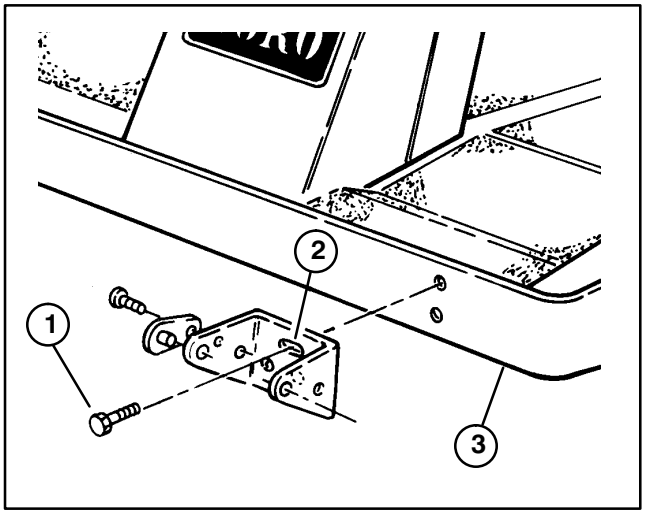

Figure 8
3. To install the mounting brackets, insert (2) 3/8−16 x 1" lg. flangehead capscrews through the slotted bracket holes. Thread the screws into the captivated frame nuts and torque to 45−50 ft−lb (Fig. 8).